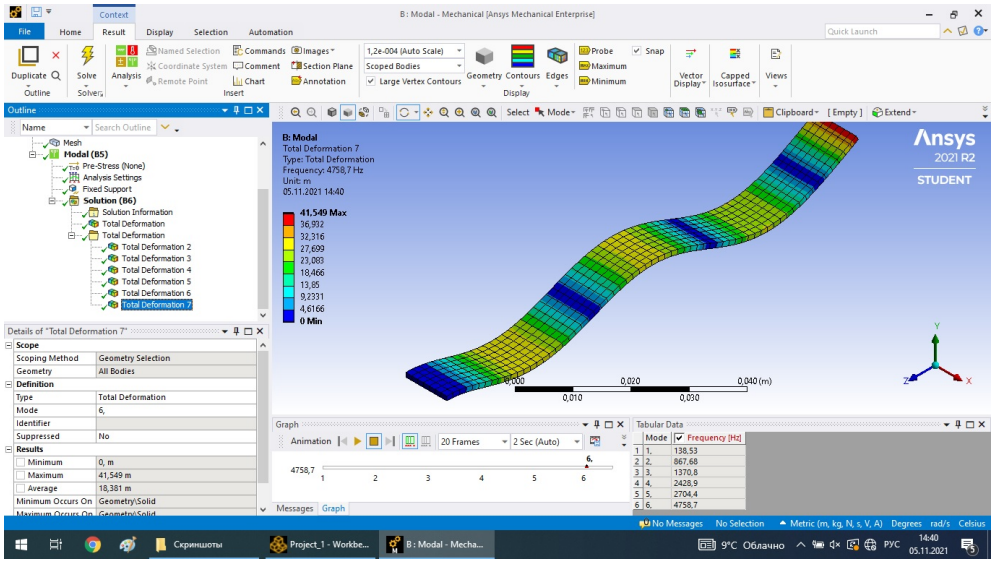

Рис. 2. Изображение шестой колебательной моды кантилевера.
8. Рассчитать колебательные моды более высокого порядка. Для этого в разделе Total Deformation добавить пункт Create Results At All Sets. Затем нажать правой кнопкой мыши на раздел Solution и выбрать Evaluate All Results. Получить список результатов для шести мод, см. рис. 2. Запустить анимацию для этих мод, оценить форму колебаний.